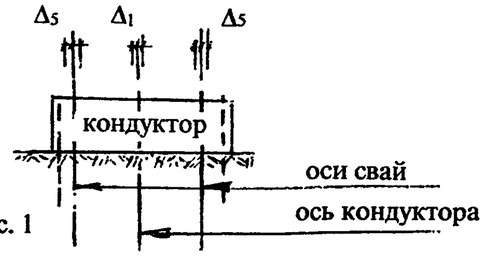
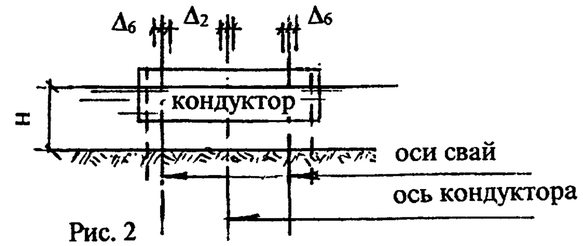
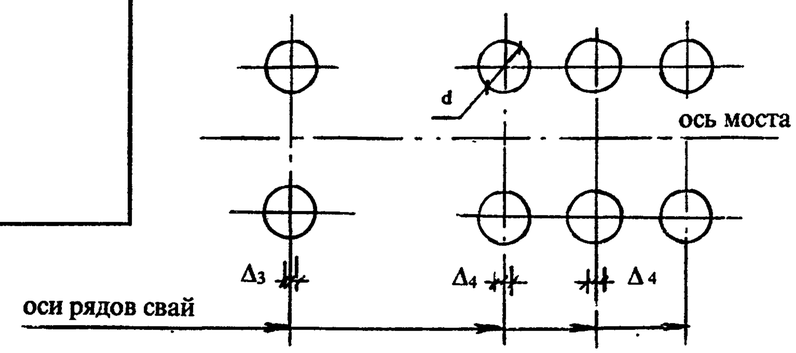

Рис. 1
Рис. 2
Рис. 3
2. То же осей погруженных оболочек диаметром свыше 0,6 м до 3 м в долях диаметра при погружении: 2.1 без применения направляющих устройств (Рис.3) — для одиночных свай и при расположении в один ряд по фасаду моста — при расположении в два ряда и более 2.2 через направляющий каркас (кондуктор) — на суше (Рис.1) — в пределах акватории с глубиной воды Н (Рис.2)	$\Delta_3 = \pm 0,1$ d $\Delta_4 = \pm 0,15$ d $\Delta_5 = \pm 5$ см $\Delta_5 = \pm 0,03$ H